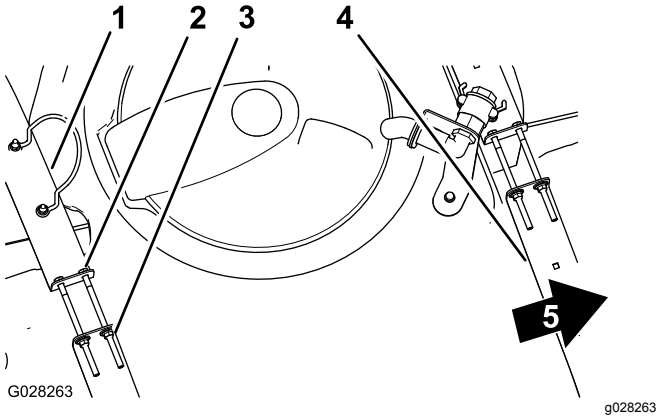

Figur 78
2. Sjekk om det er bevegelse mellom tankstroppene og tanken (Figur 78).
3. Hvis tankstroppene er løse, strammer du flenselåsemutterne og boltene øverst på stroppene til de er plan med tanken (Figur 78).